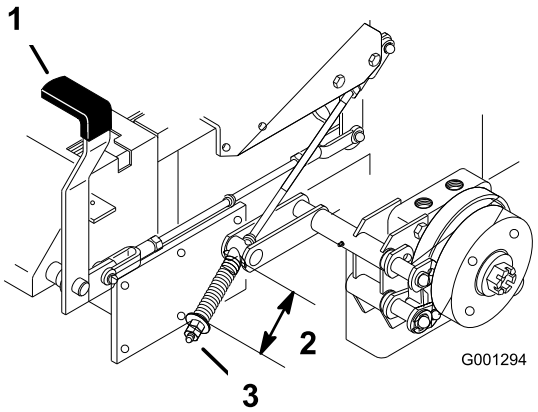

Figur 66
2. Mål lengden på fjæren. Lengden mellom skivene skal være 64 mm (Figur 66).
3. Hvis det er nødvendig med justering må du koble ut parkeringsbremsen, løsne på låsemutteren under fjæren og justere mutteren rett under fjæren (Figur 66).